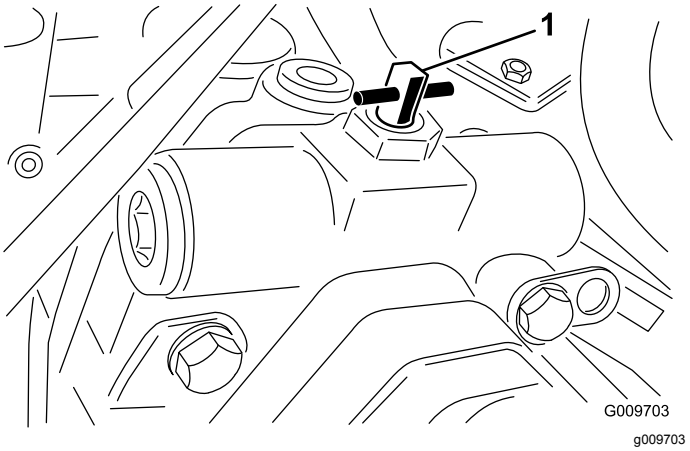

Rysunek 19
2. Obróć zawór obejścia o 90° (ćwierć obrotu) w dowolnym kierunku, aby go otworzyć i udostępnić wewnętrzne obejście oleju (Rysunek 19). Ponieważ olej korzysta z obejścia, maszynę można wolno przesuwać bez uszkodzenia przekładni. Zwróć uwagę na położenie zaworu podczas otwierania lub zamykania.